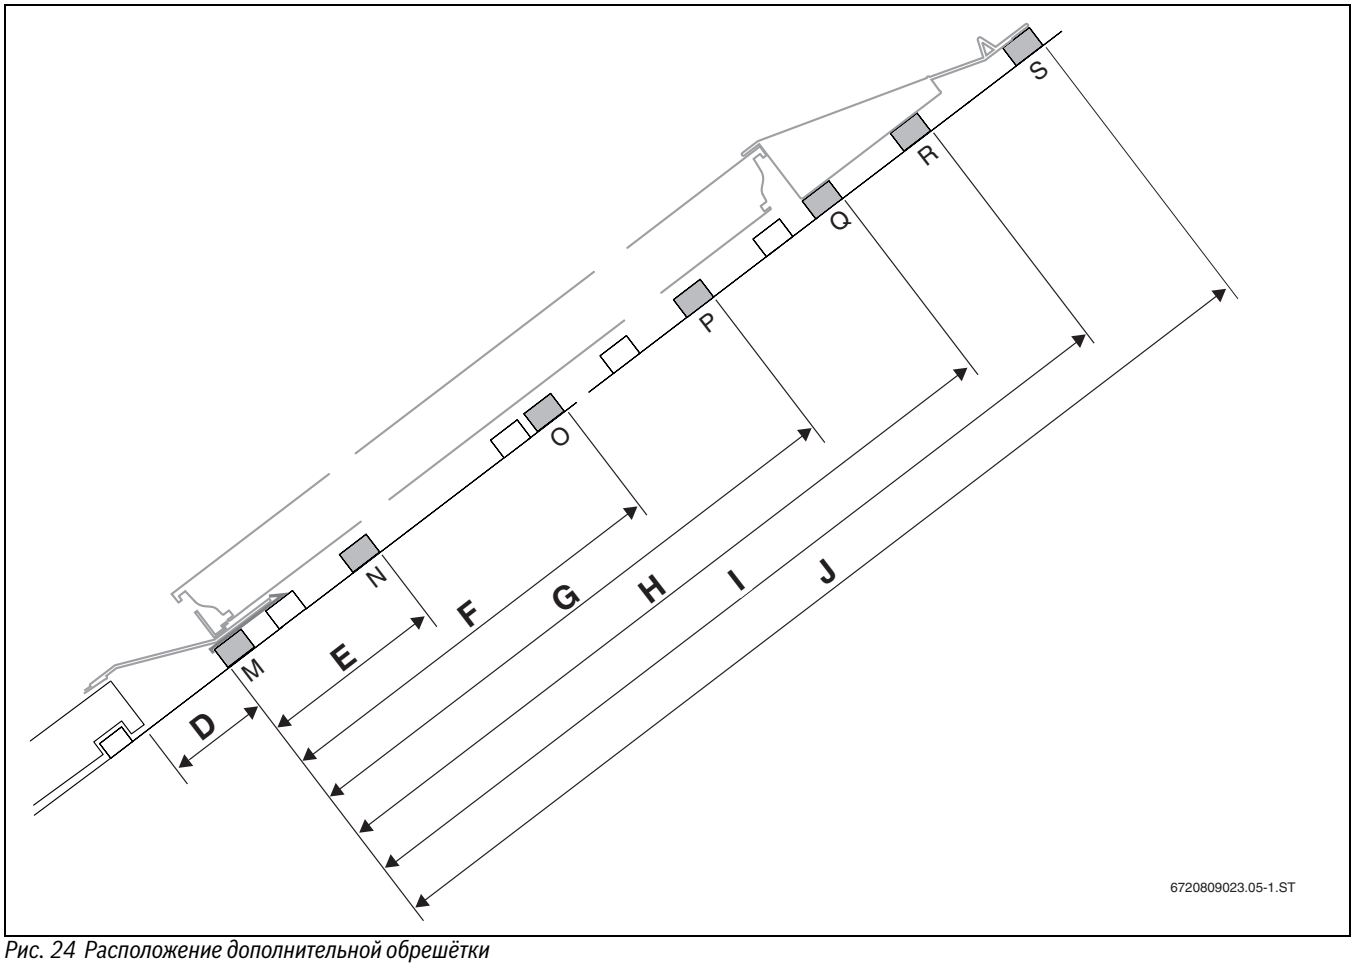

Рис. 24 Расположение дополнительной обрешётки
▶ Установка дополнительной обрешётки (→ рис. 24).
Точное положение бруска для монтажных фиксаторов (→ рис. 24, размер D) зависит от положения черепицы.